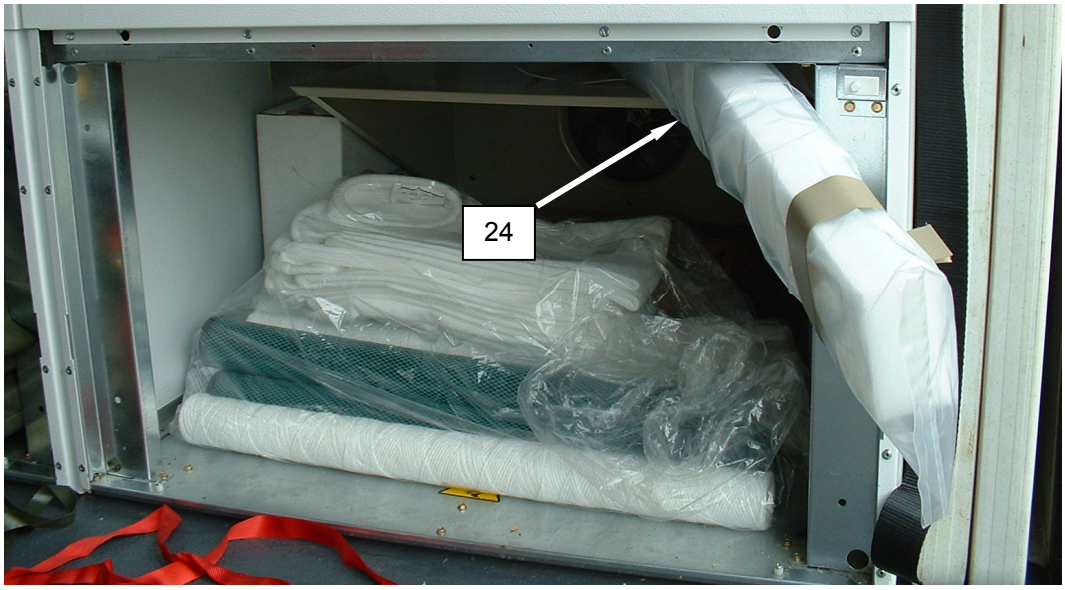

Figure 19. Water Tank Floats on Top of Lint Screen.
28. Place the water tank floats **(Figure 19, Item 24)** on top of the lint screen support.